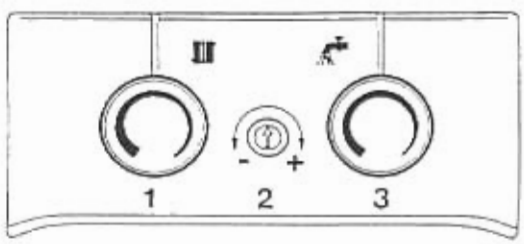

Fig. 17
Turn the D.H.W. temperature adjuster fully clockwise to maximum (3 fig. 17). Fully open any D.H.W. tap and the burner will light.
Ensure that the room thermostat (if fitted) is calling for heat. Turn the C.H. thermostat knob (1 fig. 17) to maximum (fully clockwise) and the burner will light.
- remove the black plastic cover protecting potentiometer (2 fig. 17).
- set the burner pressure as required using a small screwdriver on potentiometer (2 fig. 17).
- Replace the black plastic cover over potentiometer (2 fig. 17).
- select Summer position "❄" and turn the D.H.W. thermostat (3 fig. 17) to max.;